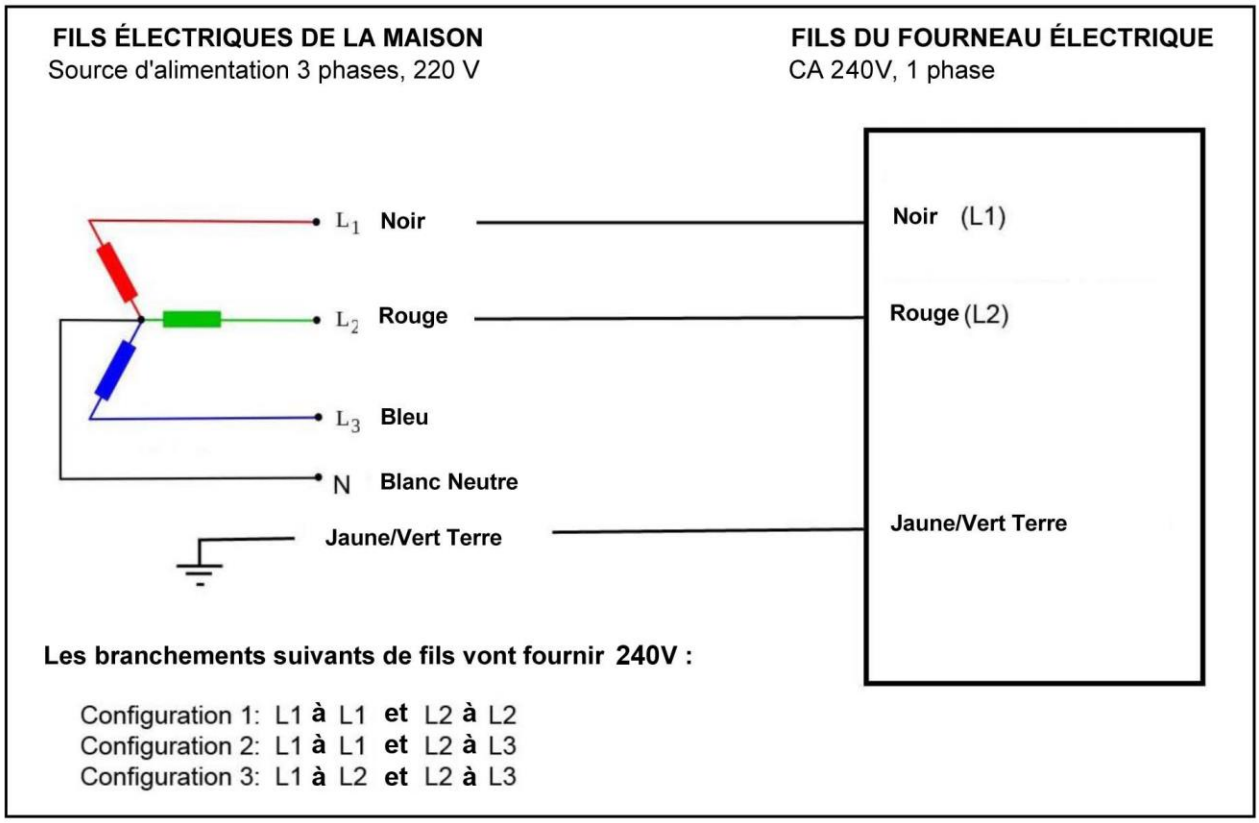

Figure 8
2) Veuillez consulter le diagramme ci-dessous pour savoir comment brancher les fils du fourneau de cuisine autostable aux fils de l'alimentation électrique de la maison. (Voir la figure 8)